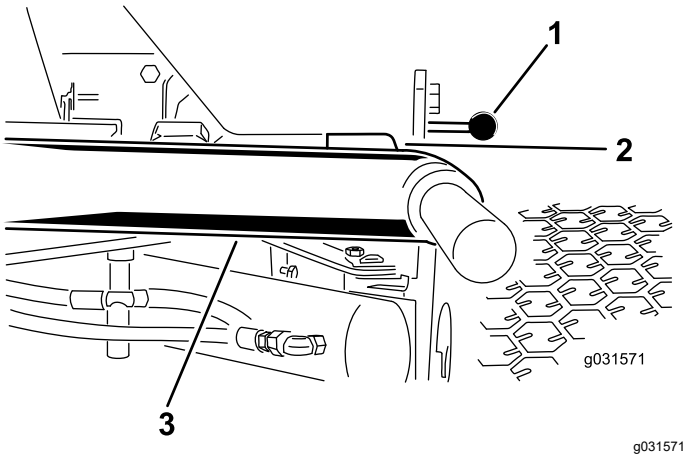

图 11
1. 启动发动机升起刀组确保各个提升臂与底板支架之间的间隙介于 58mm 之间如 图 11所示。